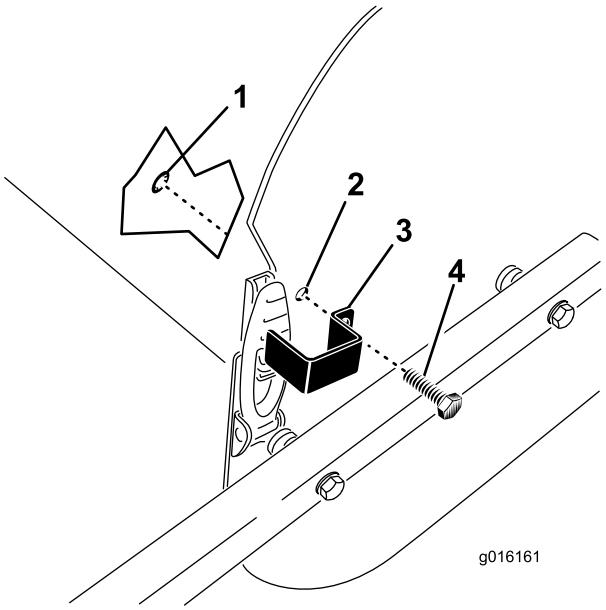

**Rysunek 31**
1. Umieść płytkę zatrzasku nad zatrzaskiem pokrywy i ustaw otwór montażowy równo z otworem w płycie bocznej (Rysunek 31).
2. Używając śruby i pierścienia osadczego zamocuj płytkę zatrzasku do płyty bocznej (Rysunek 31).